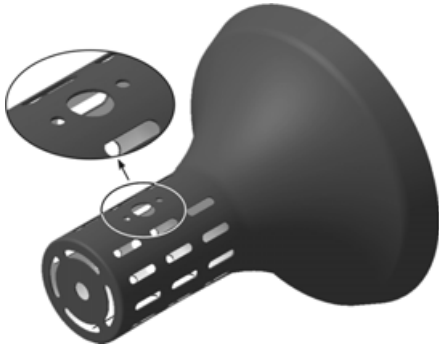

Рис. 5.222
- В окне модели система выполнит построение трех отверстий. На этом построение детали **Плафон** закончено (рис. 5.222). Сохраните документ на диске .